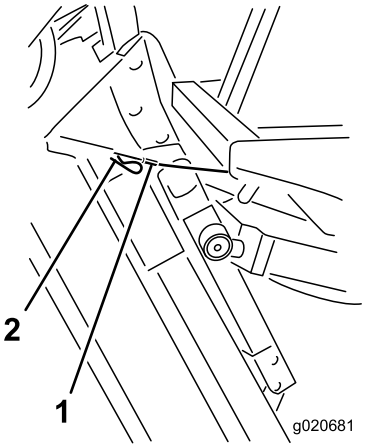

Figuur 76
6. Houd het maaidek verticaal, plaats het kabeleind op de pen op de hefarm van het maaidek en zet dit goed vast met de R-pen (Figuur 76).